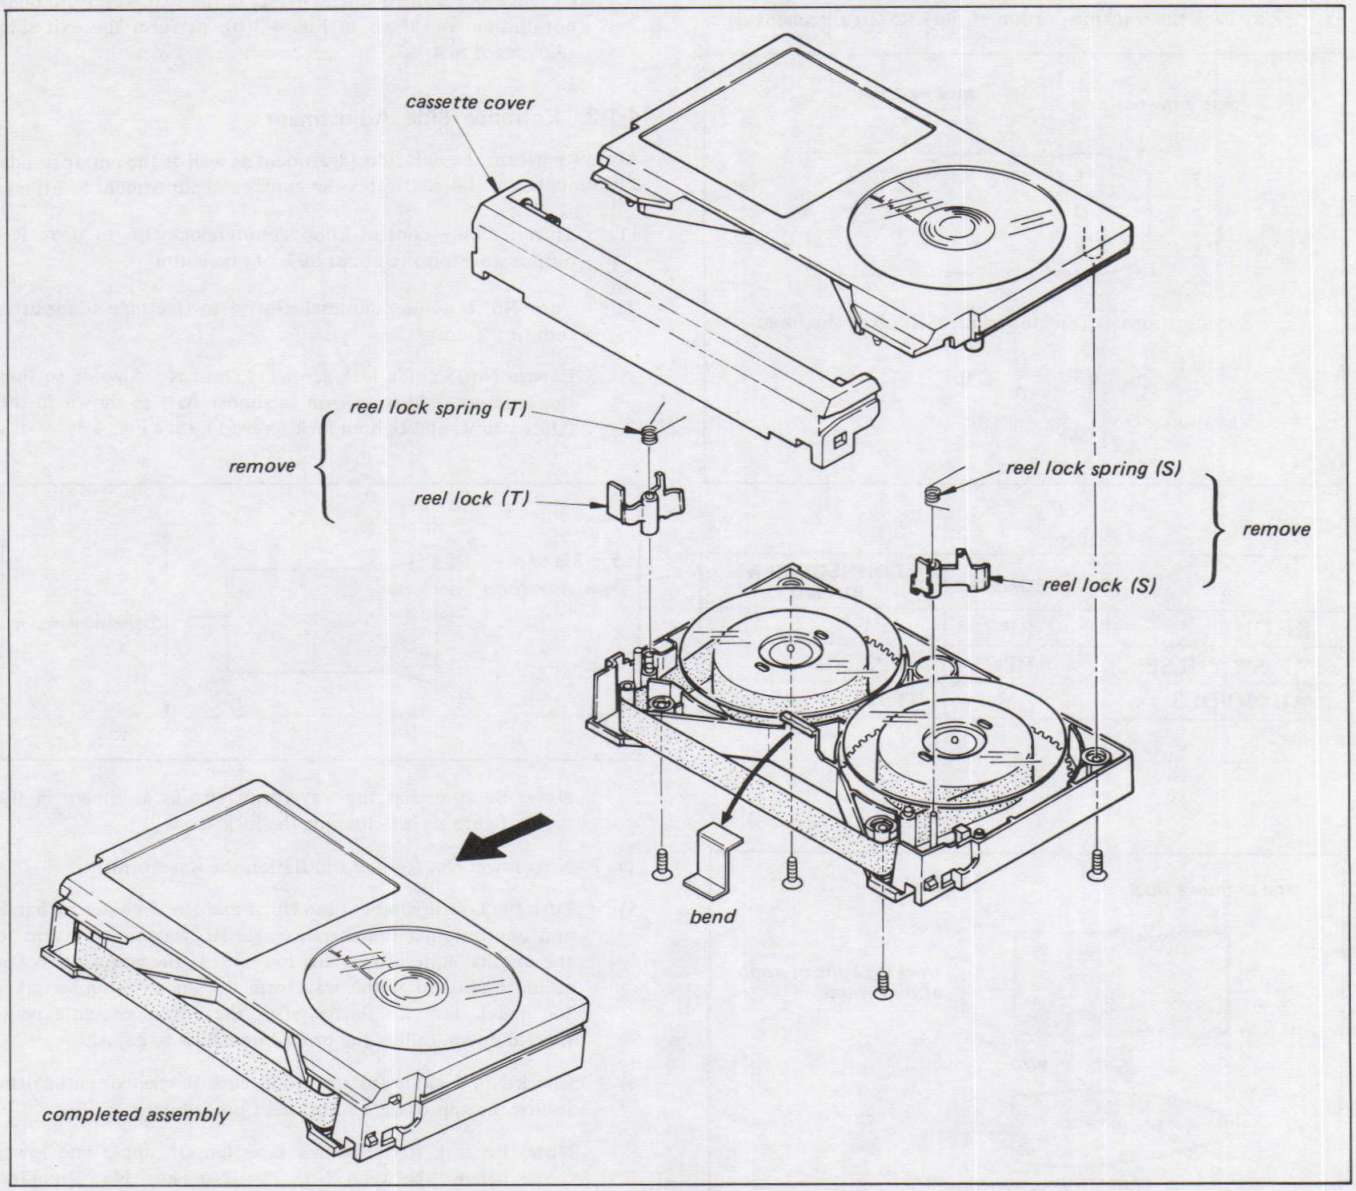

Fig. 4-1.
1) Remove reel lock springs, reel locks and the cassette cover of alignment tape KR5-2H as shown in Fig. 4-1.